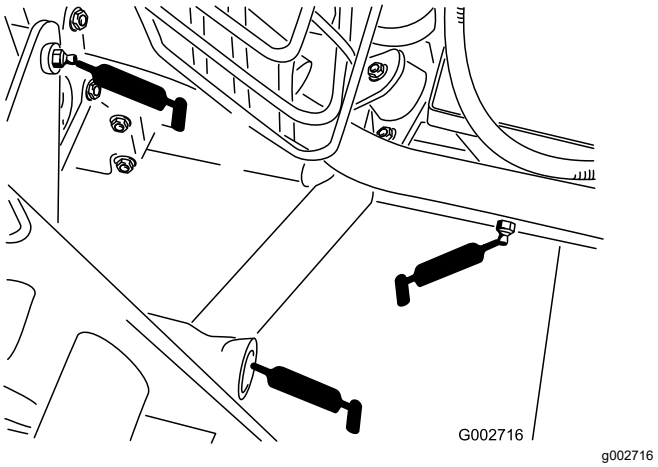

Figur 21
- 5 Baganhængertrækslejer (Figur 21).